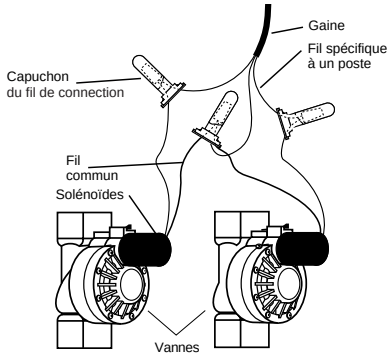

FIGURE 25 : Raccordement aux vannes des fils du contrôleur
- Chaque vanne est dotée de deux fils. Le premier se raccorde au circuit commun. Vous pouvez relier le fil commun de chacune des vannes à un seul fil qui sera acheminé ensuite jusqu'au programmateur. L'autre fil de chaque vanne doit être raccordé au fil correspondant à un poste de commande de la vanne **[voir la figure 25].**